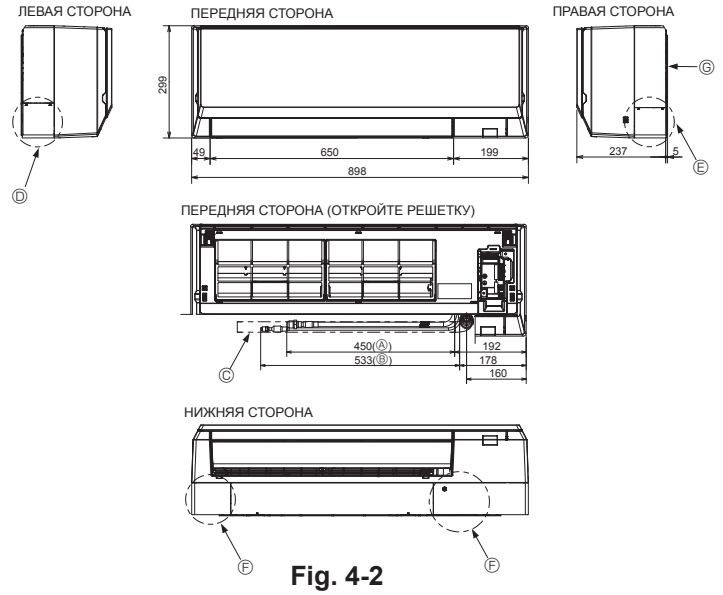

Fig. 4-2
4.2. Выбор расположения труб хладагента и дренажных труб (Fig. 4-2)